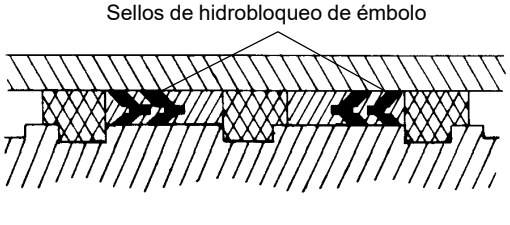

FIGURA 2-47
4. Instale un sello de hidrobloqueo de repuesto en la parte exterior del émbolo (Figura 2-47). Deje el otro sello de hidrobloqueo sin instalar por ahora de manera que aún tenga acceso al agujero del tornillo de fijación del émbolo.